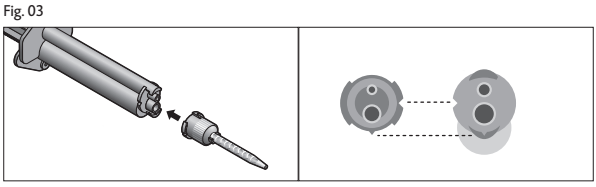

Fig. 04
5. Applicare lo Smartmix-Tip (Fig. 04). Accertarsi che gli incavi sulla siringa siano allineati con quelli presenti sullo Smartmix-Tip.